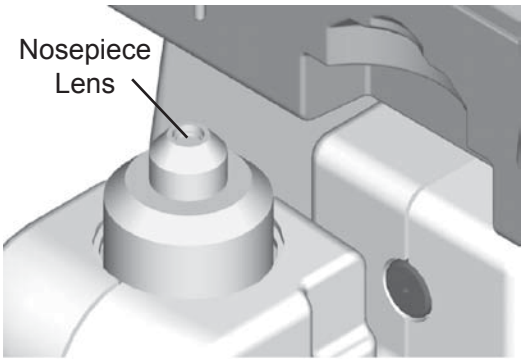

Figure OP-20 Nosepiece Lens
2. Clean the Nosepiece lens. Refer to Figure OP-20.